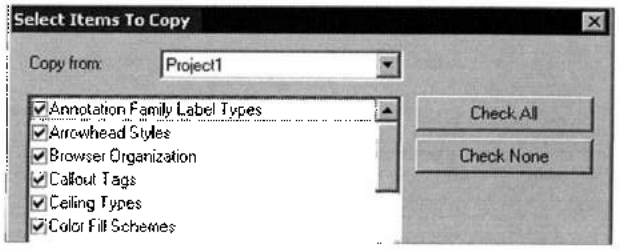

Рис. 2.3. *Копирование проектных стандартов*
2. В целевом проекте открыть на ленте **Manage** (Управление) в разделе **Project Settings** (Настройки проекта) командой **Transfer Project Standards** (Скопировать проектные стандарты) бокс **Select Items to Copy** (Выделить элементы для копирования) (рис. 2.3) и выделить в нем нужные стандарты. Для выбора/сброса всех стандартов выбрать **Check All/None**. Нажать OK.